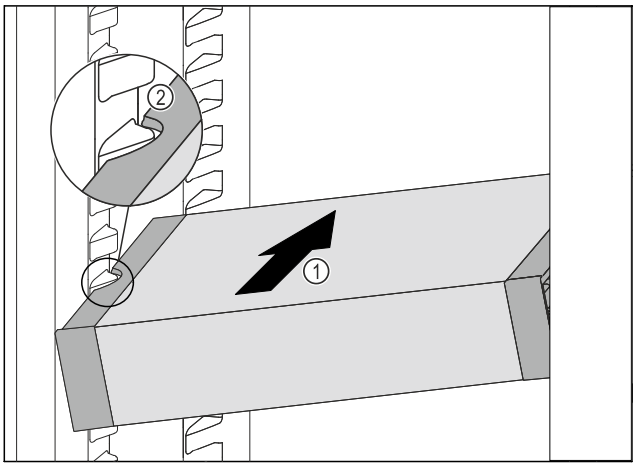

Fig. 129
▶ Insérer le VarioSafe en biais dans la partie réfrigérateur *Fig. 129 (1)* jusqu'à ce que les encoches latérales *Fig. 129 (2)* du VarioSafe se trouvent à la hauteur de la nervure du bac dans la partie réfrigérateur.